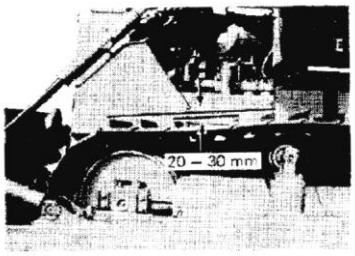

Рис. 4-40.
1) Проверка (Рис. 4-40).
Натяжение замеряется величиной зазора (см. рис. 4-40) и обычно в этой точке равно 20 … 30 мм. Для каменистого грунта слегка подтяните гусеницы. Для глинистой или песчаной почвы слегка отпустите их. Подробнее о проверке и регулировке см. раздел «При необходимости».